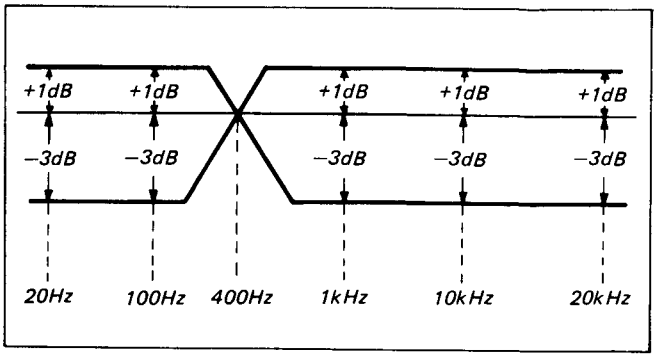

Fig. 5-48. Overall frequency characteristic check
(1) Feed a 400 Hz signal to the audio line input. Set up the E-E mode and adjust the attenuator so that the audio line output level becomes −10 dB.
(2) Record the signal.
(3) Change the ferequency to 20, 100, and 400 Hz, as well as to 10 kHz and 20 kHz, then repeat Steps (1) and (2).
(4) Play back the recorded part and check that the output levels are inside the standard. (See Fig. 5-48.)